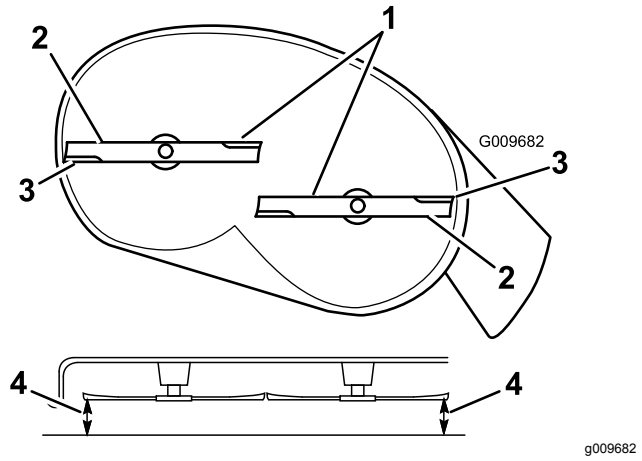
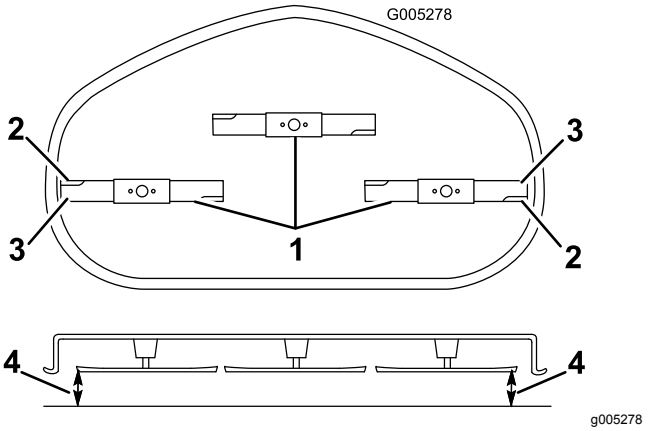

Figur 57
Figur 58
4. Drej forsigtigt skæreknivene, så de alle er tværgående (Figur 57 og Figur 58).
5. Mål mellem de udvendige skærekanter og den plane overflade (Figur 57 og Figur 58).